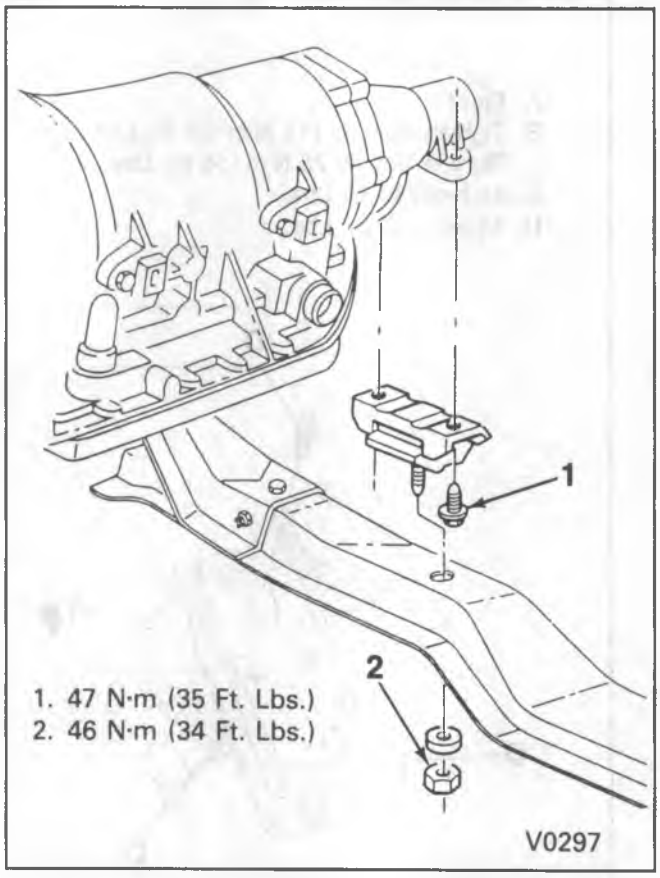

Figure 36—Rear Engine Mounting (R Models)
Remove or Disconnect (Figures 36, 37 and 38)
Install or Connect (Figures 36, 37 and 38)
- Fasteners to specifications. Refer to figures 36, 37 and 38.